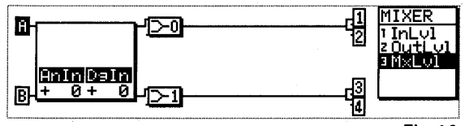

Fig.10
2. Using the cursor key, position the cursor at "[A]" (input CH-A), press CONTROL key. (See Fig.10. P6)
2．カーソルを[A]（インプット CH A）に合わせ，CONTROL キーを押す。(Fig.10.P6)